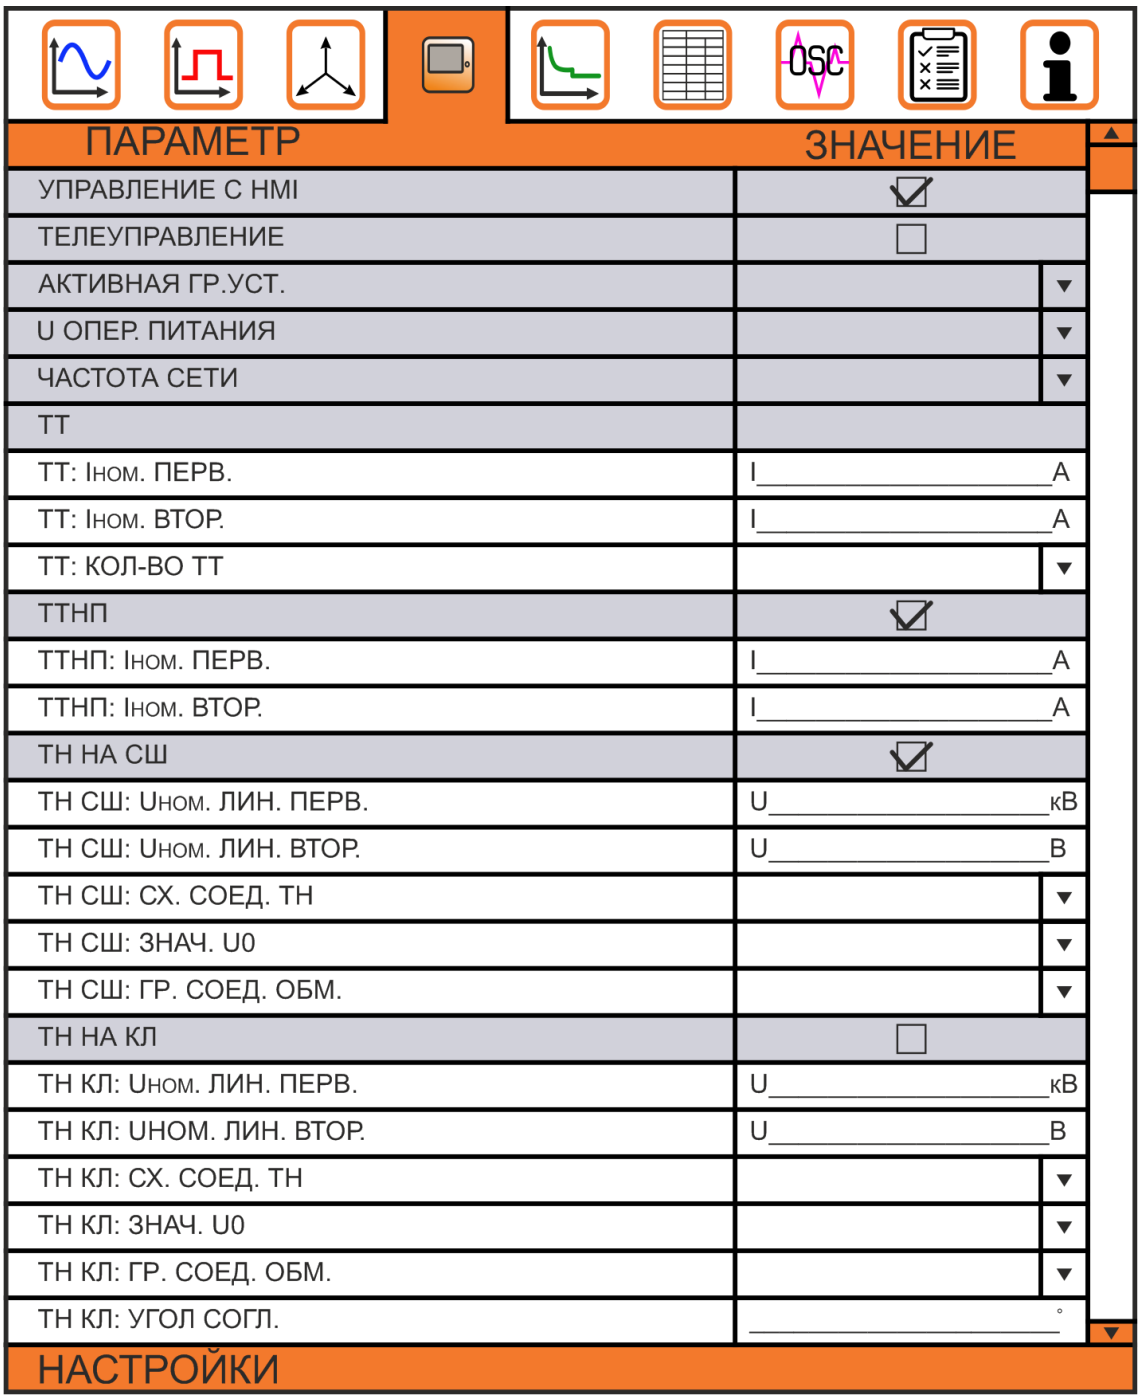

Рис. 2.4.13. Окно вкладки «Основные характеристики: Настройки»
2.4.8.1. Меню «**Настройки**» (Рисунок 2.4.13) предназначено для ввода информации о параметрах измерительных трансформаторов. С помощью кнопок управления задаются номинальные первичные и вторичные токи трансформаторов тока и напряжения, для выбора группы соединения обмоток и частоты сети используется выпадающее меню. Числовые значения изменяются с помощью кнопок управления **«Вверх»** (▲) и **«Вниз»** (▼). Также в данном разделе доступно изменение активной группы уставок для защит, в которых предусмотрены 2 группы уставок. Кроме того, в настройке параметров ТН можно выбрать применение расчетного либо физического сигнала напряжения 3U0 для работы защиты напряжения.